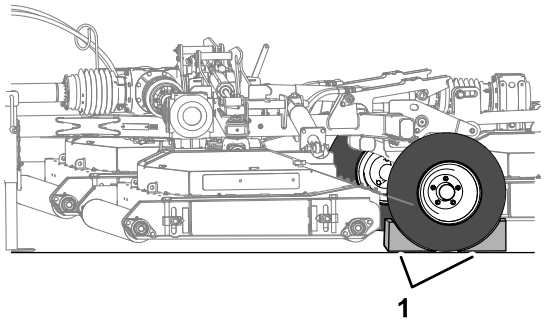

Rysunek 24
7. Zablokuj oba koła kosiarki (Rysunek 24).